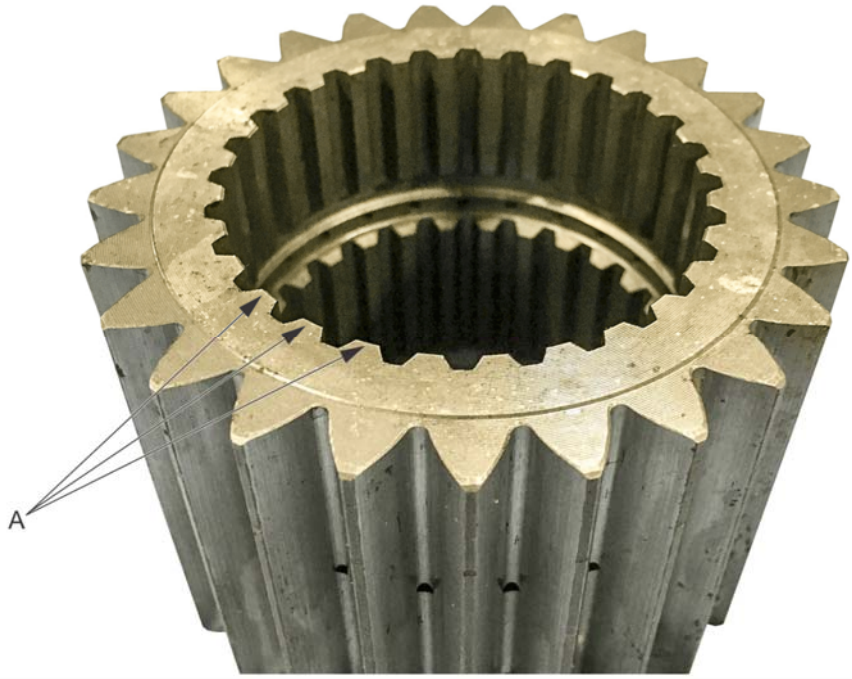

Figure 9 – Sun Gear With The Flat Side Facing Out Towards The Snap Ring Groove
19. Install the new sun gear and snap ring. Read note below before installing to ensure proper gear orientation. See Figures 9 and 10.